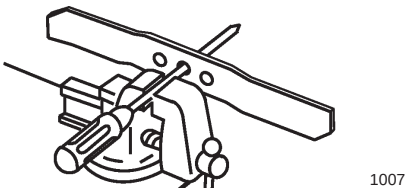

Bild 28
1. Kontrollieren Sie die Wucht des Messers, indem Sie das mittlere Loch im Messer über einen Nagel oder einen Schraubenzieherschaft hängen, den Sie horizontal in einen Schraubstock einklemmen (Bild 28).